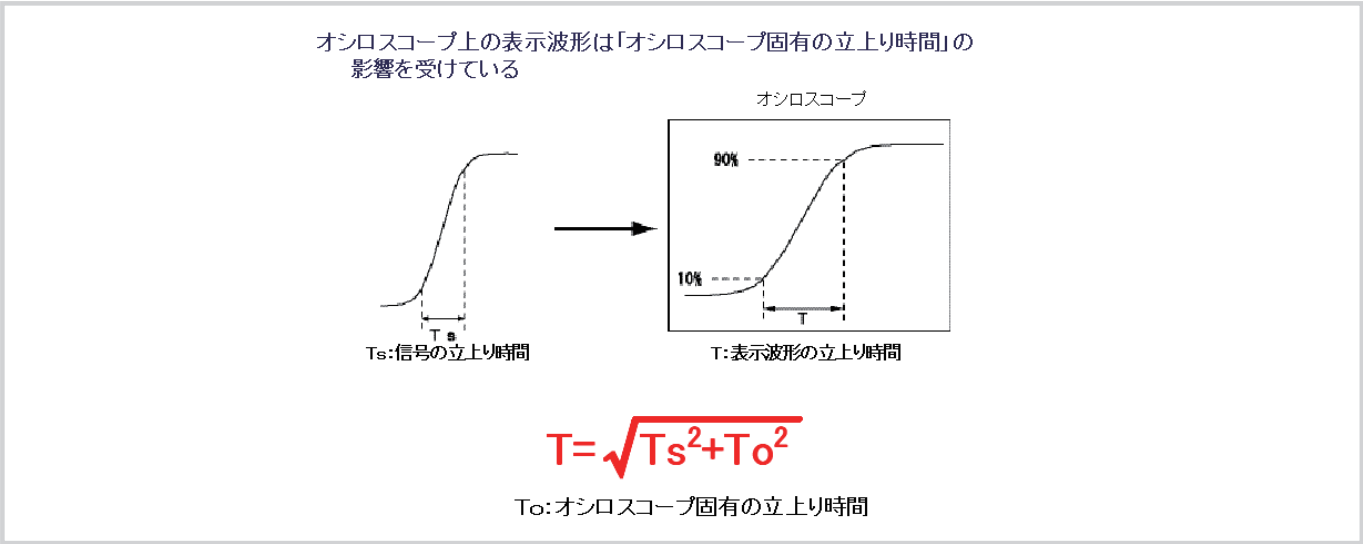

図6 オシロスコープ上の表示波形は「オシロスコープ固有の立ち上がり時間」の影響を受けている
①立ち上がり時間は1nsより遅く見える
②立ち上がり時間はちょうど1nsに見える
③立ち上がり時間は1nsより速く見える
答えは①です。立ち上がり時間は1nsより遅く見えます。オシロスコープの立ち上がり時間の性能がパルス波形の立ち上がり時間に影響を与えるからです。約1GHzくらいまでのオシロスコープは高域減衰特性がガウス曲線に近似しており、この場合のオシロスコープ固有の立ち上がり時間と被測定パルス波の立ち上がり時間との関係は図6の式で表されます。
例えば、1nsと1nsの組み合わせでは1.4nsくらいに見えます。約40%もの誤差になるわけです。(**図6**)
これをもっと小さな誤差で済ませるには、もっと速い立ち上がり時間を持つオシロスコープを使います。図6の式に代入すれば、もっと誤差の小さな結果を得るために必要なオシロスコープの立ち上がり時間が分かり